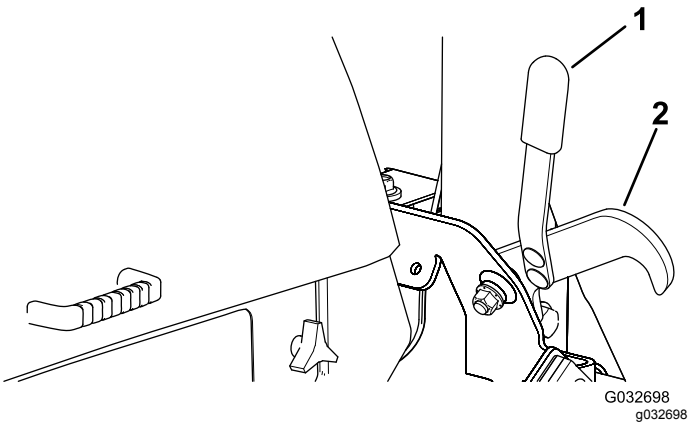

Bild 29
2. Setzen Sie sich auf den Sitz und drehen Sie den Zündschlüssel in die LAUF-Stellung (Bild 29).